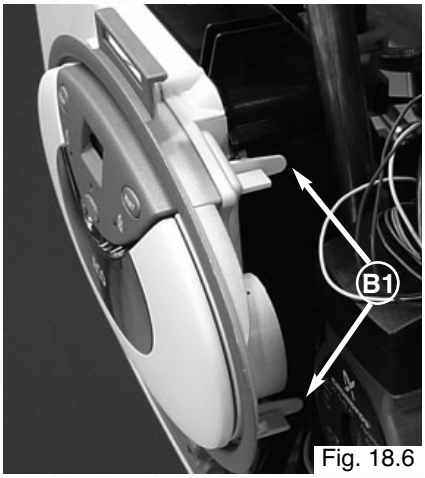

Fig. 18.6
2. Open the control box by pushing on the 2 right clips "**B1**" (see Fig. 18.6);
2. Open the control box as above (see Fig. 18.6);
2. Open the control box as in step ***18.3.1*** (see Fig. 18.6);